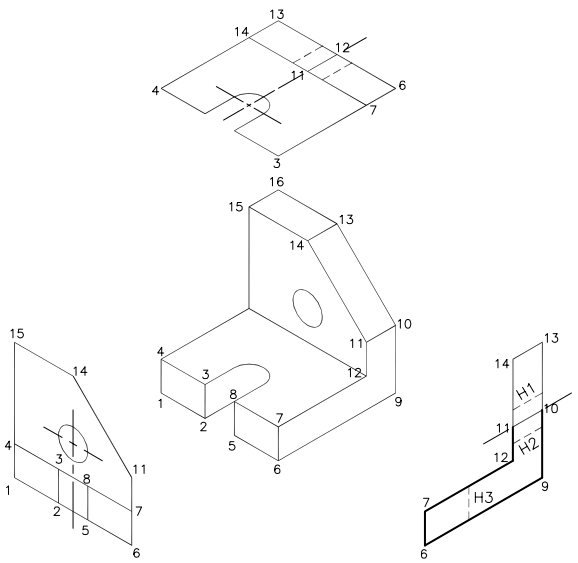

Figure 17-53 *Project the image onto the parallel planes*
4. Look at the object along the negative Y axis and project the image on the imaginary XZ parallel plane, refer to Figure 17-53.